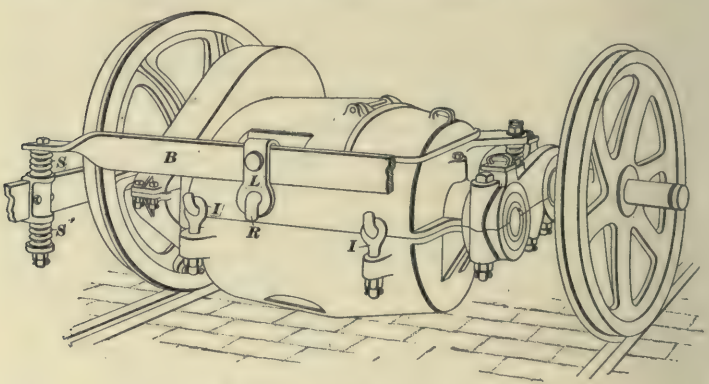

FIG. 8.
**13.** Fig. 8 is a Walker suspension. It does not show the method of hanging one of the latest type motors, the motor in the figure being one of the earlier Walker types, but the principles involved are the same, and the figure